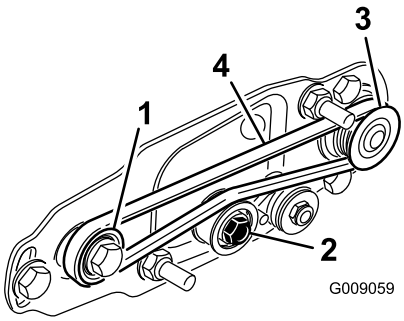

Рисунок 16
- Обведите ремень вокруг **ведомого** шкива, а затем проложите по верхней части натяжного шкива (Рисунок 16).
- Начните надевать ремень на **ведущий** шкив (Рисунок 16).